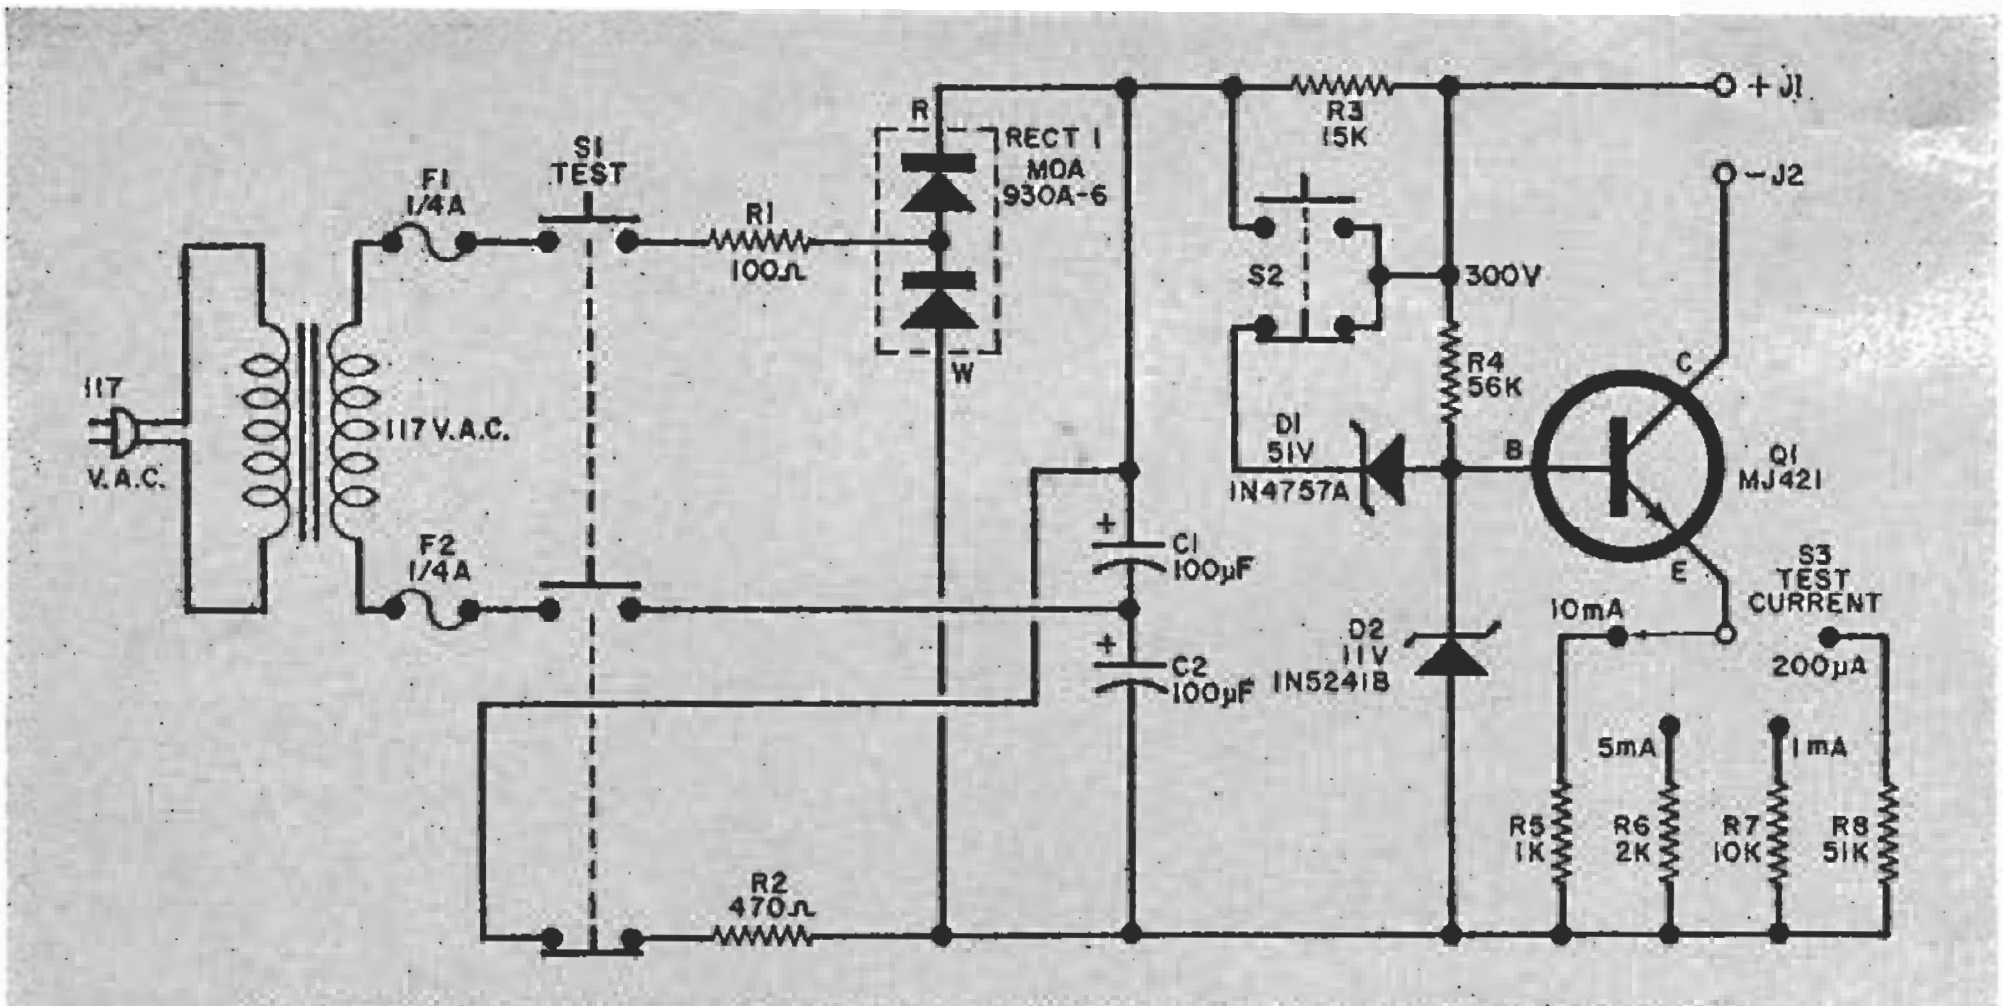

Fig. 1. Operating voltage is applied only when S1 is depressed. Constant-current source (Q1) limits current flow through the semiconductor to a safe value.
Fig. 1. UJT being tested is heart of a relaxation oscillator circuit. Parameters of the circuit are changed by switch S1 for making the various tests. Leads for testing transistors that don't fit SO1 are soldered to socket and brought out through a grommet in the front panel.
**Construction.** The circuit for the UJT Tester is shown in Fig. 1. Choose a suitable mounting cabinet and mount all of the operating controls, including the meter and transistor socket on the front panel. The author's layout is shown in the photos. The battery can be mounted on the rear of the cabinet with a battery clip.
**Construction.** The circuit of the breakdown tester is shown in Fig. 1. Layout is not important and any type of enclosure may be used. You could even put it in an existing transistor tester if there is room. The prototype shown in the photos was built in a 7¾″ × 4 7/16″ × 2⅜″ bakelite box with an aluminum panel for the controls. Interior layout of the prototype is shown in Fig. 2. Terminal strip construction was used because of the small number of components.